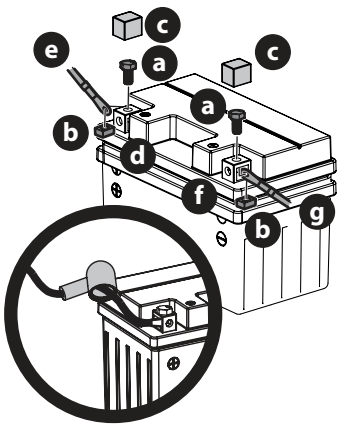

Fig. 22
1. Remove the factory installed hex screws (a) and square nuts (b) located either on the end of the wiring harness or in the bag with this manual. Retain the hardware for later instructions (Fig. 22).
2. Remove the plastic cover (c), if present, from the positive battery terminal (d) and attach the red cable (e) to the positive battery terminal (d) with one of the hex screws (a) and square nuts (b), from Step 1. Use a Philips screw driver (Fig. 22).
3. Position the red rubber boot over the positive battery terminal to help protect it from corrosion (Fig. 22 inset).
4. Remove the plastic cover (c), if present, from the negative battery terminal (f) and attach the black cable (g) to the negative battery terminal (f) with the remaining hex screw (a) and square nut (b) (Fig. 22).